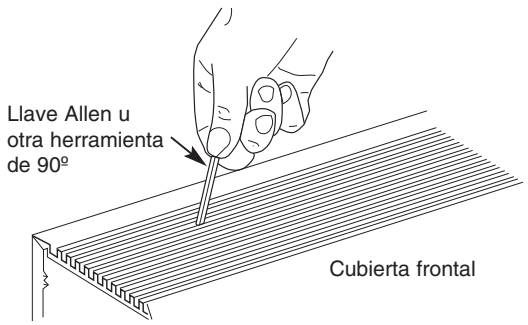

Fig. 6
2. Para limpiar el interior del calefactor se necesita quitar la cubierta frontal. Para quitar la cubierta frontal, desenganche primero la cerradura de resorte superior trasera. Utilice una herramienta en forma de 'L', como una llave Allen, para levantar desde debajo de las nervaduras que están entre las hileras traseras de ranuras (vea la Fig. 6). Comience por uno de los extremos y levante la cubierta frontal hasta que la tensión de la misma separe el gabinete. Continúe moviéndose a lo largo del calefactor hasta que la cubierta salga totalmente.